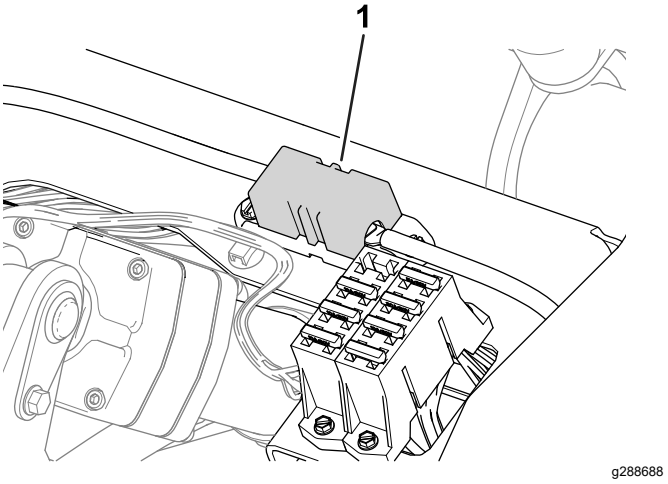

**Figur 43**
- Sikringerne til den højre hjulmotor (60 A) er placeret under sædet (Figur 43).